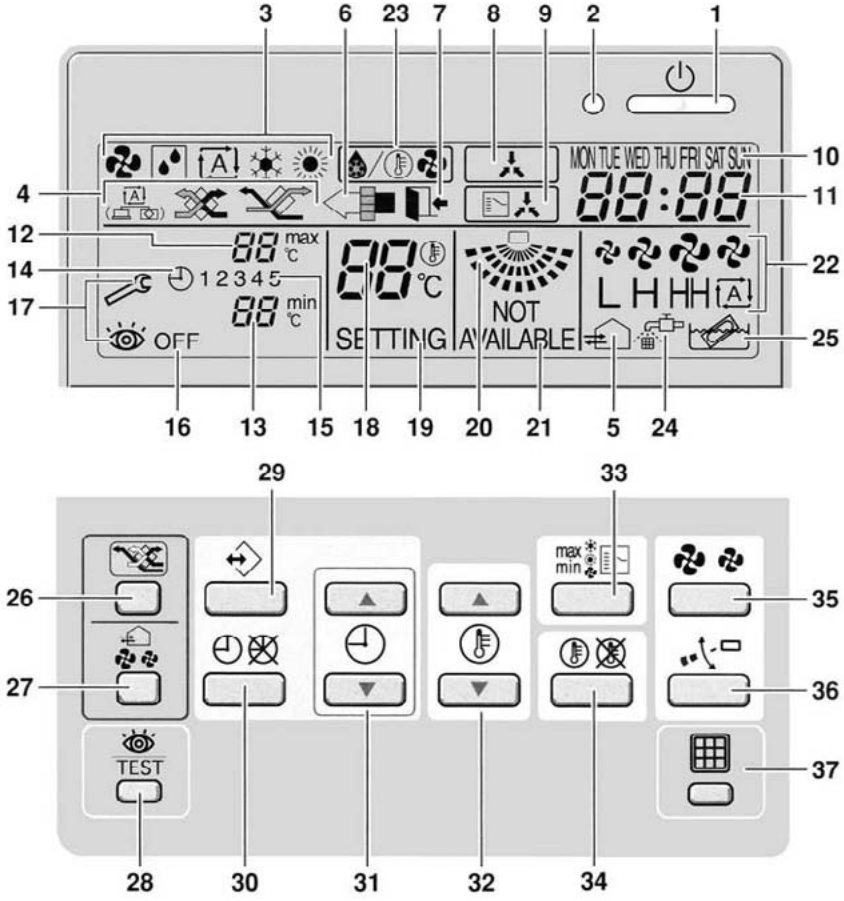

Figure 1
4.8.4 Name and Function of Switches and Icons (Refer to figure 1)